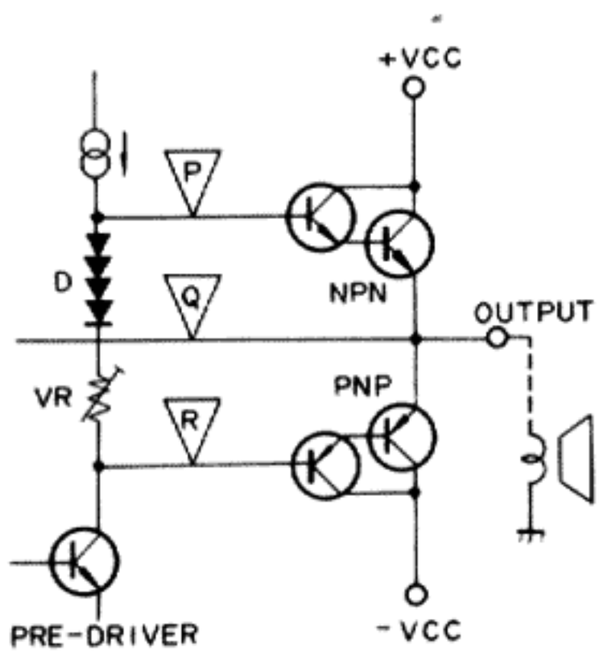
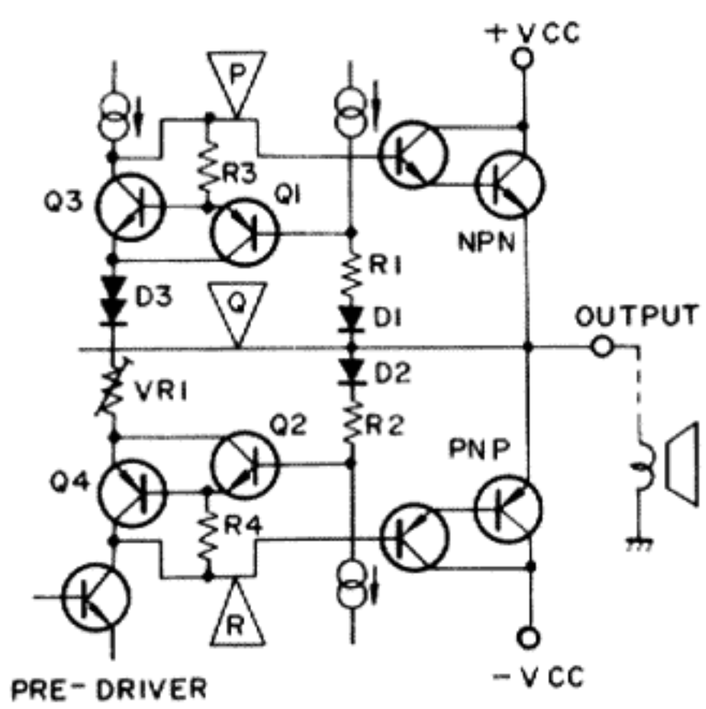

Fig. 4 Normal class B SEPP power stage
Fig. 5 Outline of NSA circuit
Since idle current flows through normal class B SEPP power stages (see Fig. 4) when no signal is applied, the DC level is shifted by D and VR by a fixed amount (with the voltage across points (P) and (R) serving as a bias). The voltages across points (P) and (Q), and (Q) and (R) at this time will be equal. When the positive portion of a signal
This NSA circuit is outlined in Fig. 5. When there is no signal applied to the circuit, Q_1 and Q_2 are almost cut off, while Q_3 and Q_4 will be on. The voltage across the collector and base of both of these transistors (Q_3 and Q_4) at this time may be disregarded. Consequently, with the power stage bias circuit consisting of 4 PN junctions formed by Q_3, D_3, and Q_4, and VR_1, this circuit is equivalent to the previous circuit shown in Fig. 4.